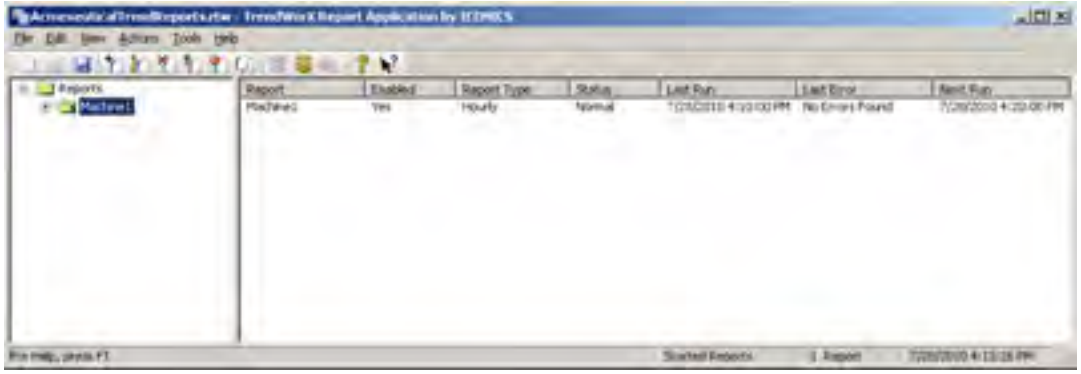

Figure L12.15 - Monitoring Report Status
35. You can monitor the status of your reports from the Configurator. You will be able to see when the last report ran and if there were any problems with it, as depicted in Figure L12.15.